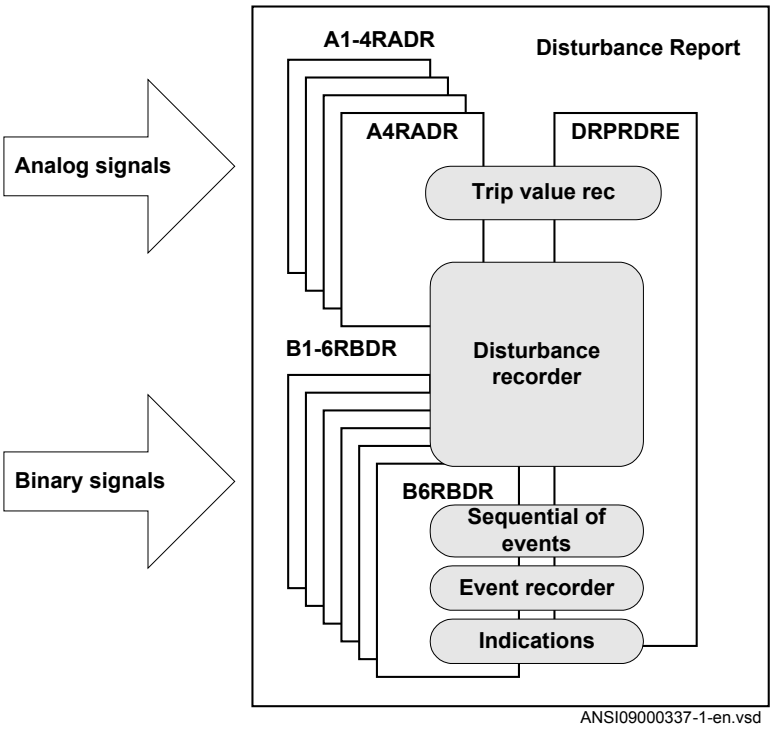

Figure 55: Disturbance report functions and related function blocks
Figure 55 shows the relations between Disturbance report, included functions and function blocks. Sequential of events (SOE), Event recorder (ER) and Indication (IND) uses information from the binary input function blocks (BxRBDR). Trip value recorder (TVR) uses analog information from the analog input function blocks (AxRADR),. Disturbance report function acquires information from both AxRADR and BxRBDR.